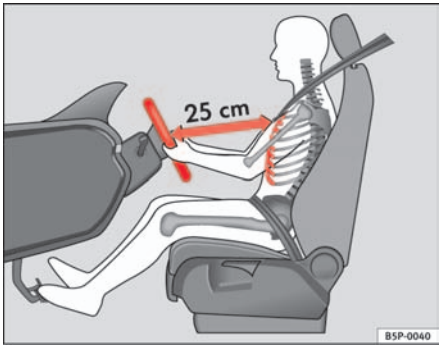

Fig. 129 Proper sitting position for driver
– Adjust the steering wheel in this way until the correct position is set ⇒ fig. 129.
- **Adjust the driver seat or steering wheel so that there is a distance of at least 25 cm between the steering wheel and your chest ⇒ page 159, fig. 129. If you fail to observe the minimum distance, the airbag will not protect you. Risk of fatal injury.**